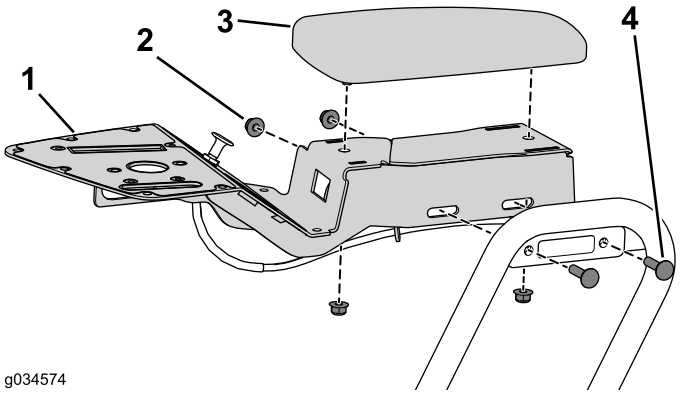

図 14
1. コンソールアセンブリをコンソールブラケットに固定しているキャリッジボルト本とフランジナットを取り外す図 14。
2. アームレストをコンソールアセンブリに固定しているフランジナット2本を外す図 14。